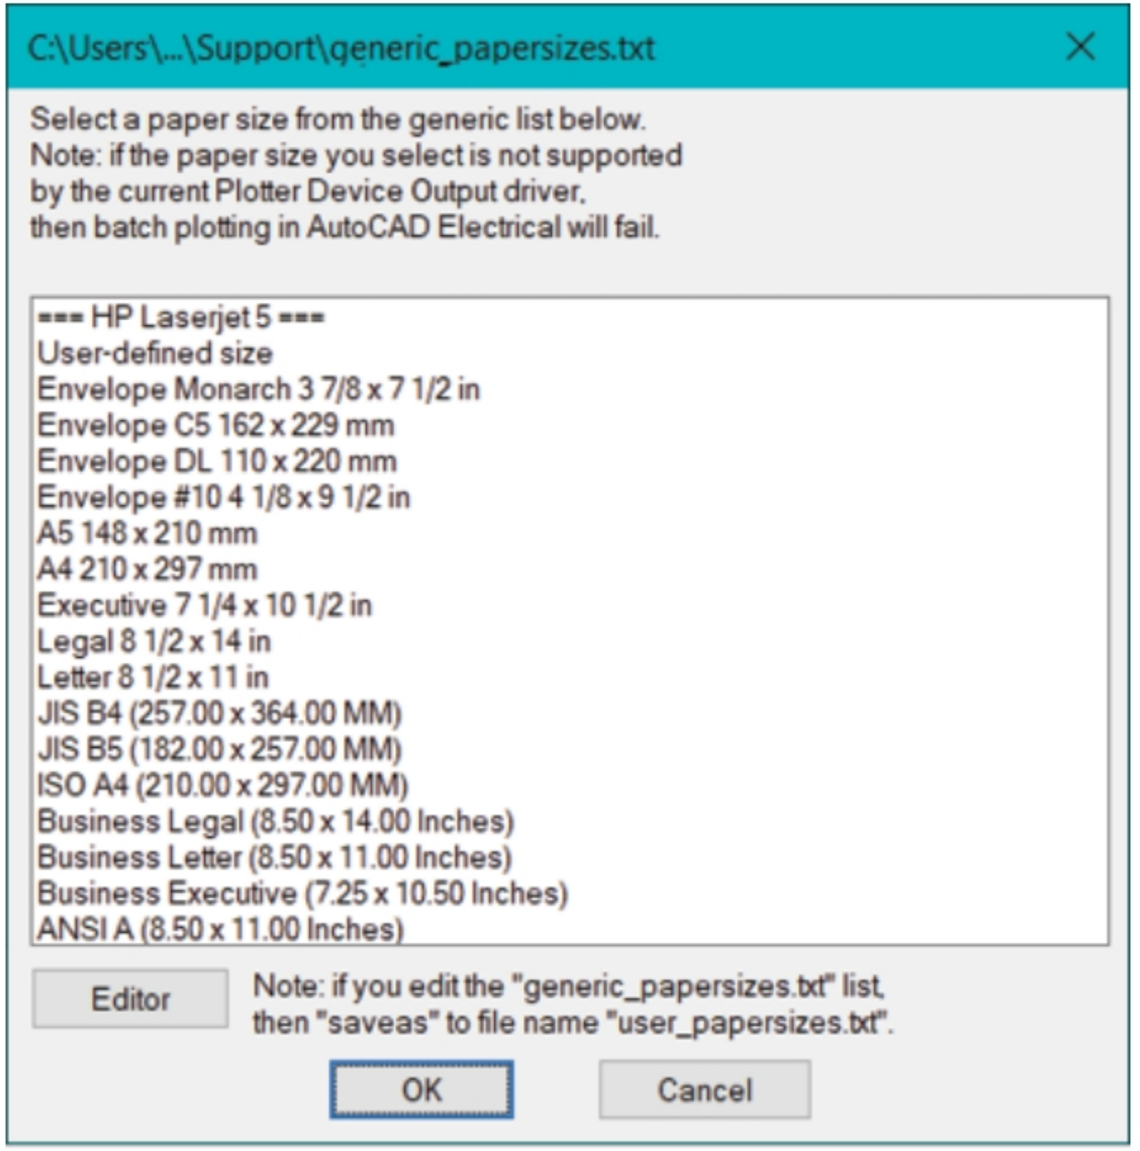

Figure-33. Paper sizes
- To select desired paper size, click on the **Pick from generic list** radio button in the **Paper size** area. The dialog box with various paper sizes will be displayed; refer to Figure-33.